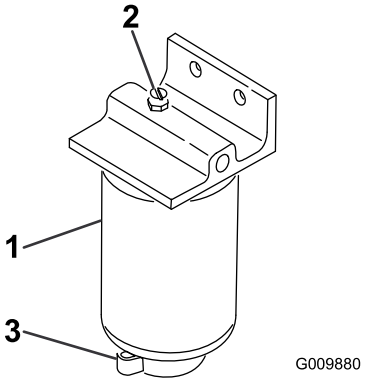

Figuur 49
2. Draai de aftapplug onder de filterbus los (Figuur 49).
1. Reinig de omgeving van de plaats waar de filterbus wordt gemonteerd (Figuur 49).